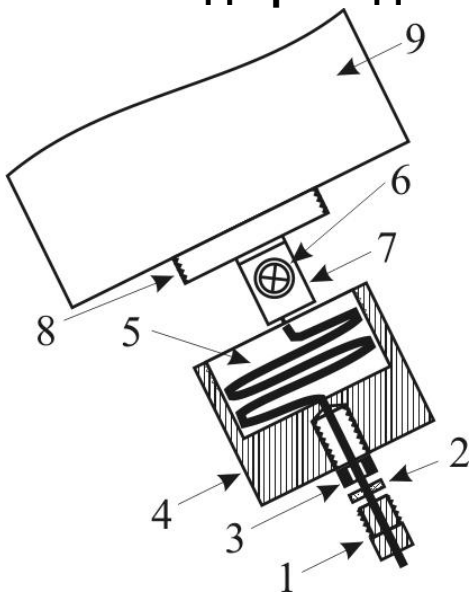

Рис. 10.22
10.4.1 Подготовку и ввод ВП и НП в блоки произвести, руководствуясь рис.10.22. Конец провода (ВП или НП) на 10 мм освободить от изолирующего слоя, скрутить жилы и опаять. Выкрутить гайку втулку 1 (БПРД или БПРМ), извлечь коническую шайбу 2 и резиновую втулку 3, отвернуть защитный колпачок 4. Извлеченные детали установить на провод 5 в указанном на рисунке порядке. Допускается не устанавливать коническую шайбу и резиновую втулку. Вывернуть на несколько оборотов винт 6 контакта ВП (НП) 7 прижимная шайба при этом должна отодвинуться от поверхности контакта, освободив место для облуженной части провода 5. Завести облуженную часть провода 5 в отверстие под шайбу контакта 7. Удерживая провод 5, закрепить его с помощью винта 6, нанести смазку на зачищенные части ВП и НП, винты и шайбы, при помощи которых крепятся ВП и НП, уложить излишки провода спиралью в защитный колпачок как показано на рисунке и завернуть его до упора. Завести резиновую втулку 3 и шайбу 2 в отверстие защитного колпачка, пропустить излишки провода в отверстие защитного колпачка 4. Закрыть колпачки 4 и завернуть гайку-втулку 1 до упора.